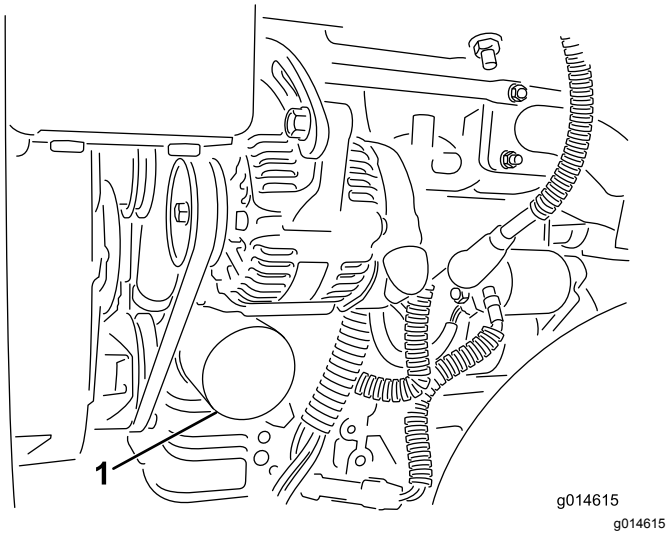

Rysunek 33
2. Wyciągnij filtr oleju (Rysunek 33). Nałóż cienką warstwę czystego oleju na uszczelkę nowego filtra.